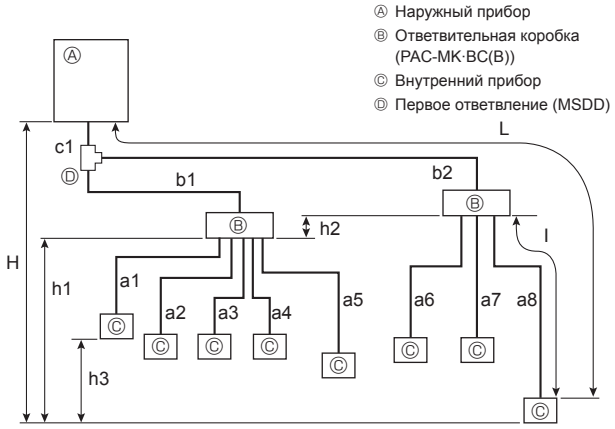

Fig. 4-2
4.1.2. Подключение с использованием ответвительной коробки (Fig. 4-2)